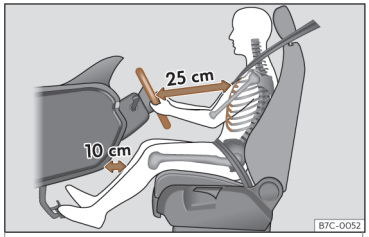

Fig. 2 La separación correcta entre el conductor y el volante debe ser de 25 cm como mínimo (10 pulgadas).
- Ajuste el volante de modo que quede a una distancia de, por lo menos, 25 cm (10 pulgadas) del esternón››› **fig. 2** y lo pueda sujetar con ambas manos por los lados, por la parte exterior, con los brazos ligeramente flexionados.
- Ajuste longitudinalmente el asiento de forma que pueda pisar a fondo los pedales con las rodillas ligeramente flexionadas y que quede una distancia entre la zona de las rodillas y el tablero de instrumentos de al menos 10 cm (4 pulgadas)››› **fig. 2** .